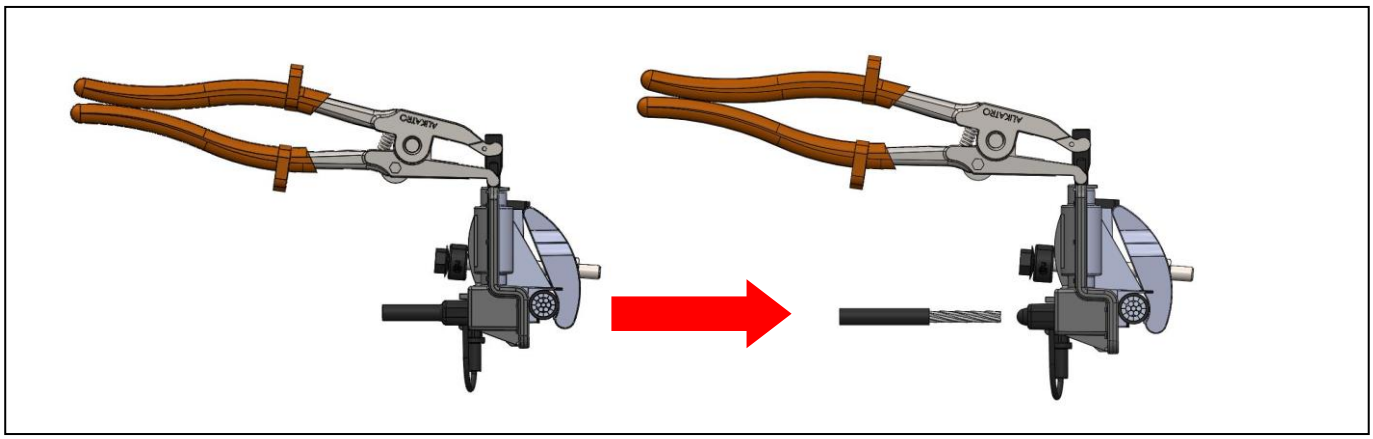

Figura 13
Passo 1: Retire as derivações utilizando o alicate (ALIKATRO) , conforme a sequencia na figura 13.